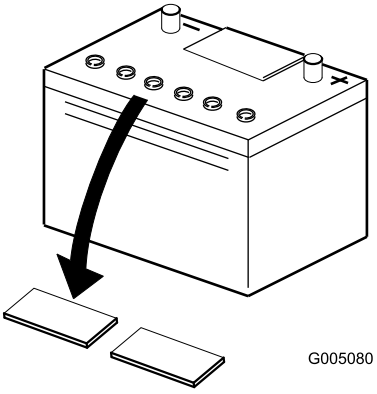

Figur 3
2. Rengör batteriets ovansida och ta bort luftarlocken (Figur 3).